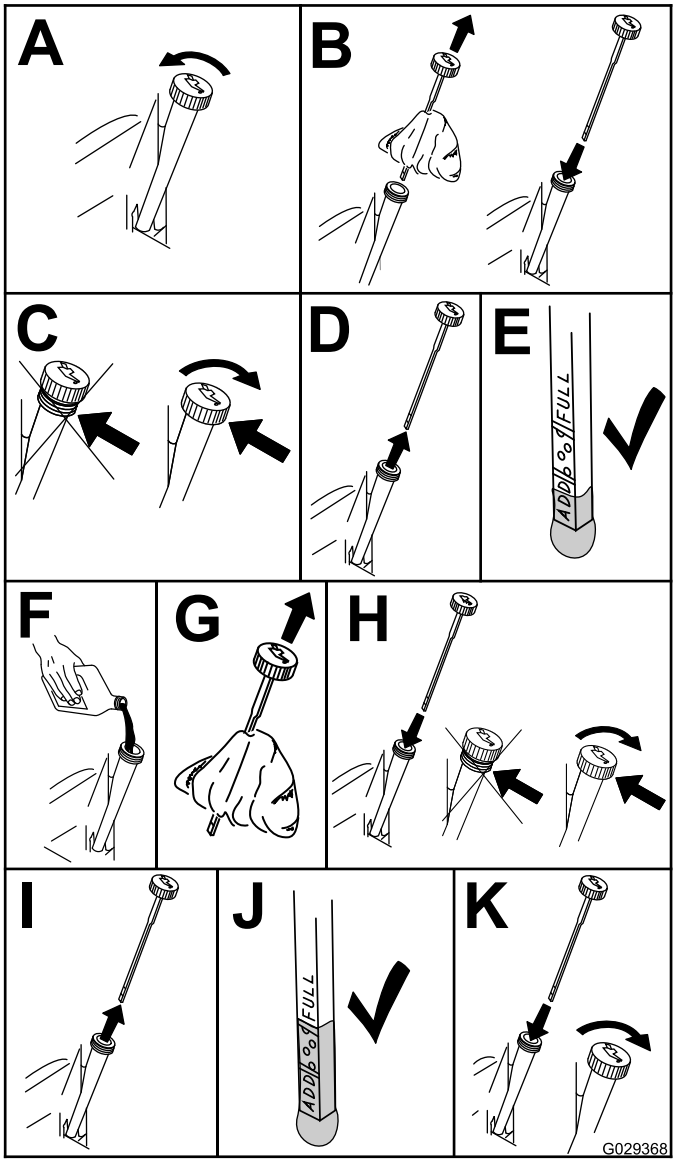

**Figur 35**
4. Kontroller motoroljenivået (Figur 35).